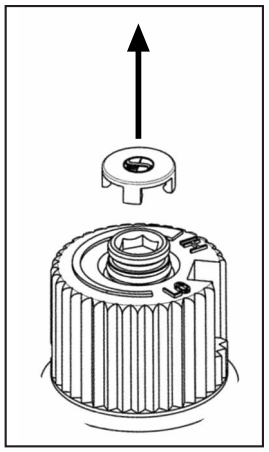

**Figure 8: Removing valve cap.**
a) Remove the black protection cap from the HI/LO knob by hand shown in Figure 8.
g) Re-attach the black protection cap that was removed in step a (Figure 8).